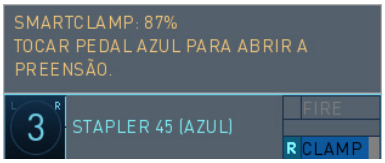

***Figura 2.19 Descomprimir***
a. Segure a compressão pelo tempo indicado pela contagem regressiva na mensagem do SmartClamp; o Stapler ainda poderá estar aplicando força no tecido segurado entre as mandíbulas, permitindo que o tecido seja mais comprimido. Os usuários podem sair da contagem regressiva a qualquer momento, tocando no pedal azul para descomprimir. Quando a contagem regressiva for concluída, a mensagem do SmartClamp mudará (Figura 2.19).